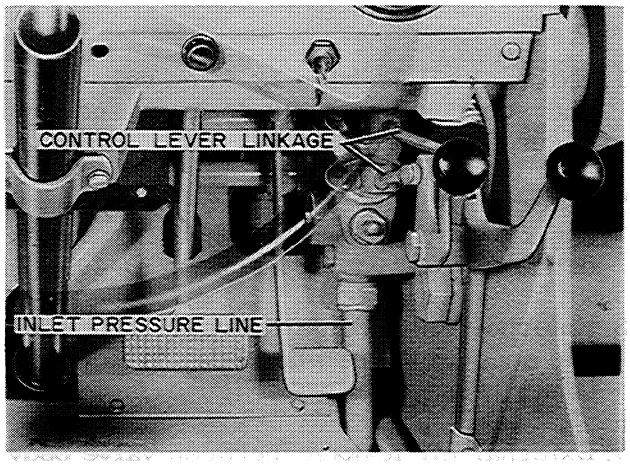

Figure D-45
4. Working from inside the loader cockpit, connect the inlet pressure line and control lever linkage, Figure D-45.
2. Shut off the engine and relieve the hydraulic pressure in the lines by working both control levers back and forth several times, Figure D-45.